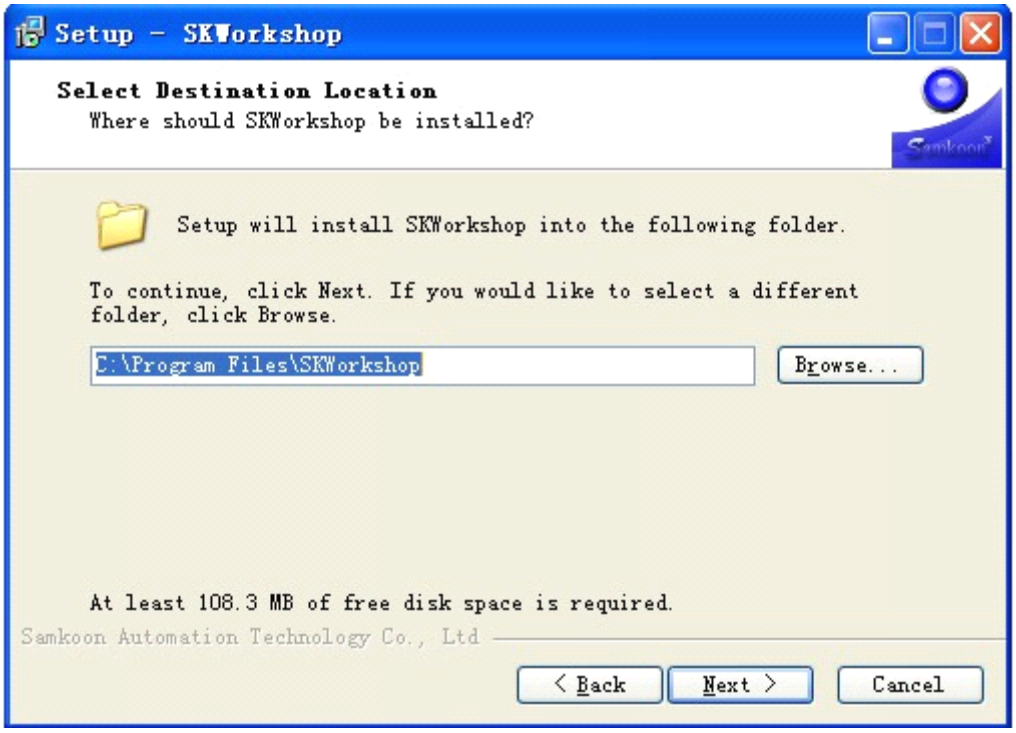

Рисунок 2-5: Страница выбора папки для установки
- Пользователи могут заполнить свою личную информацию или выбрать стандартные настройки “C:\ProgramFiles\SKWorkshop\”, а затем нажмите “next”. Смотрите рисунок 2-5.